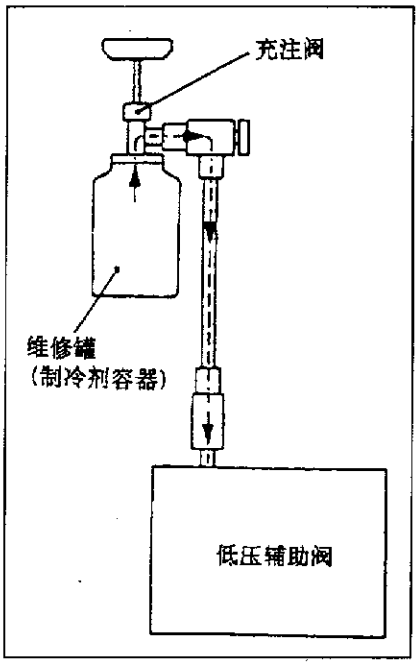

图 9－1－3
(1)在充注阀的手柄处于完全被拧出(阀打开)的状态下，如图 9－1－4 所示，把充注阀装到维修罐上。